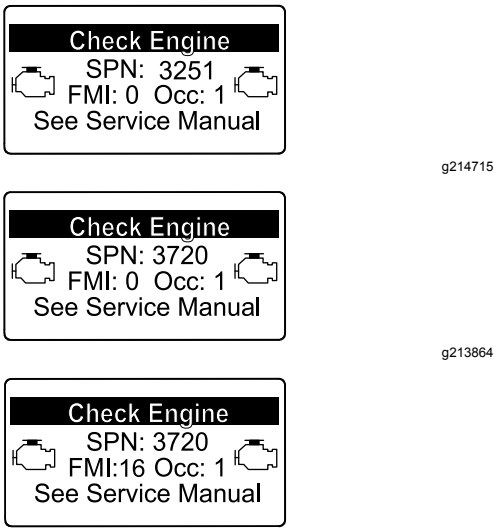

Figur 57
- Hvis motorfeilene SJEKK MOTOR SPN 3251 FMI 0, SJEKK MOTOR SPN 3720 FMI 0 eller SJEKK MOTOR SPN 3720 FMI 16 vises i InfoCenter (Figur 57), rengjør sotfilteret med følgende trinn: